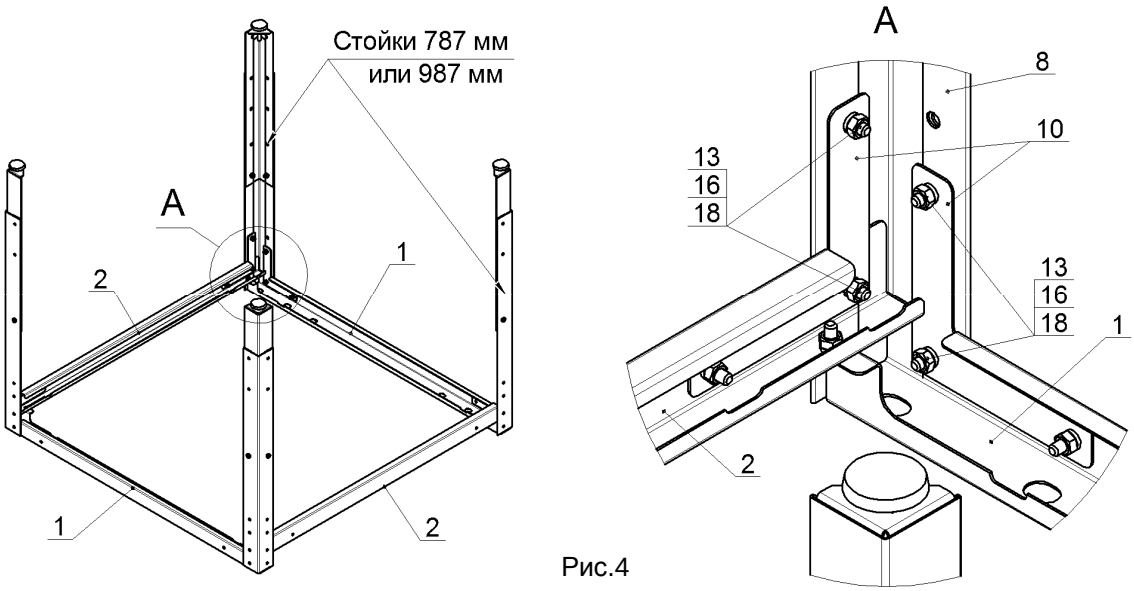

Рис.4
4. Закрепить на профилях, поз.1 и 2 и угольниках, поз.10, стойки 787мм или стойки 987мм, при помощи болтов М6, гаек и шайб, поз.13, 16 и 18, как показано на рис.4. Гайки не затягивать: